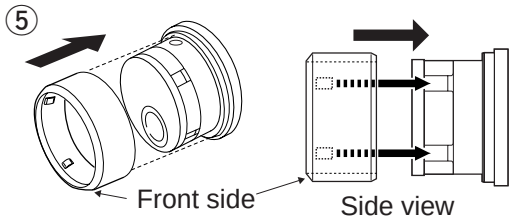

Fig. 4
⑤ Install the rubber cover to the main dial (Fig. 4) little by little.